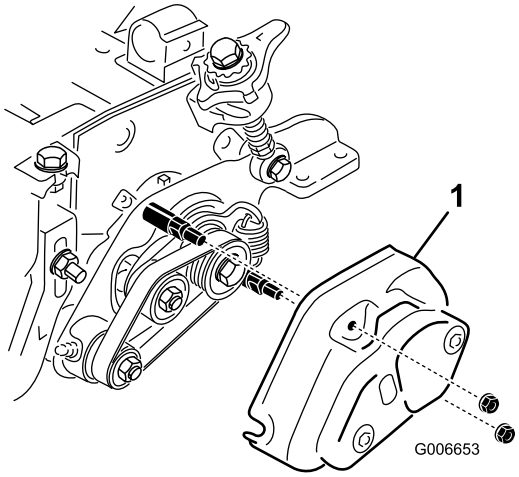

Figur 49
8. Kontroller at mutterne på trimsatsen og valsebørstedekslene (Figur 49) ikke er trukket for hardt til.